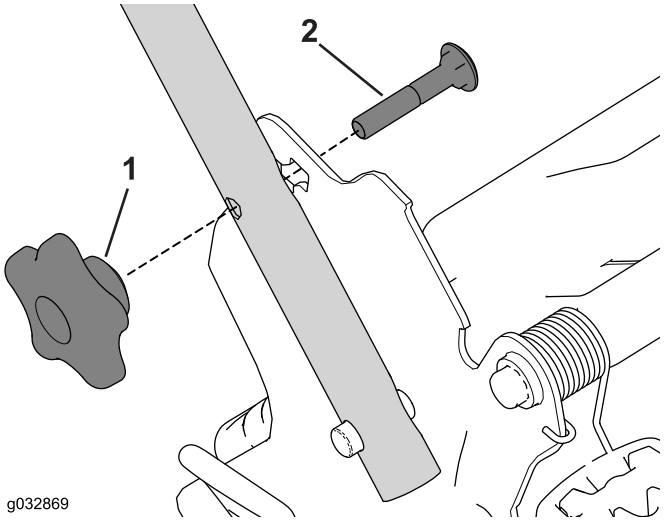

Figur 6
4. Indsæt bræddebolten (med bolthovedet mod indersiden) gennem det øverste eller nederste firkantede hul i håndtagsbeslaget og det øverste hul i håndtagsenden (Figur 6).